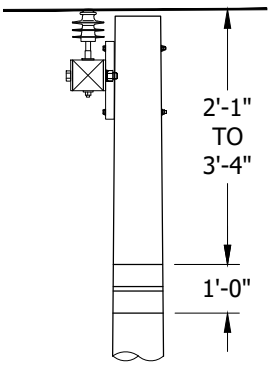

FIGURE 2
(B) IN LIEU OF THE CROSSARM, ON POLES SUPPORTING HIGH VOLTAGE EQUIPMENT (E.G. TRANSFORMER, CAPACITOR, ETC.), A "HIGH VOLTAGE" SIGN MAY BE ATTACHED SO THAT IT APPROXIMATELY ENCIRCLES THE POLE, IS ABOVE ALL COMMUNICATION AND SUPPLY LINE CONDUCTORS ENERGIZED AT 0-750V, AND IS LOCATED NO MORE THAN SIX INCHES BELOW THE EQUIPMENT (SEE FIGURE 2).